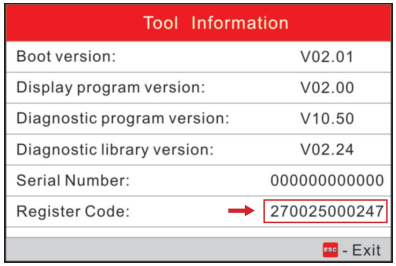

Figura 5
7. El Código de Registro que se muestra en la Figura 5 es el Código de Registro necesario en el paso 3.